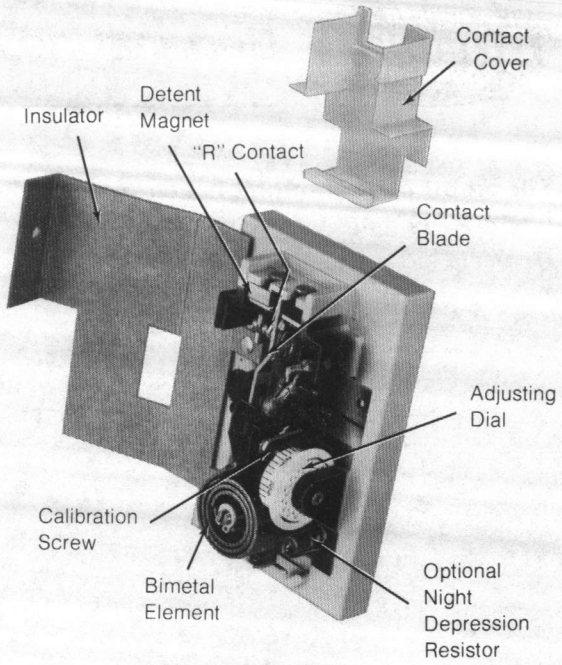

Figure 1
3. Remove thermostat cover, remove screw that secures right-hand side of insulator, fold back insulator and remove contact cover. (See Figure 1.)